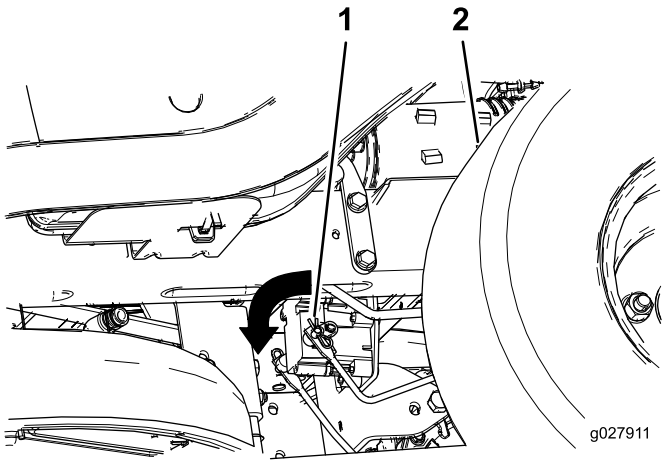

Figur 51
2. Finn akselen på den elektriske bremsen hvor bremseleddarmene er tilkoblet (Figur 51).